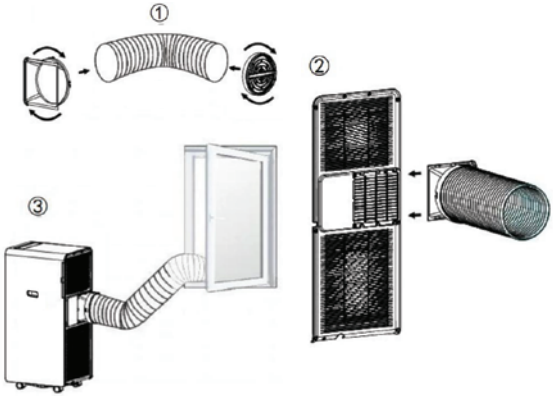

Рисунок 4
3. Разместите другой конец выпускного шланга на ближайшем подоконнике (см. Рисунок 4).